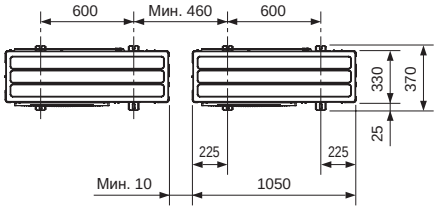

**Fig. 3-1**
- Обязательно устанавливайте прибор на твердой ровной поверхности для предотвращения его дребезжания во время эксплуатации. (Fig. 3-1)